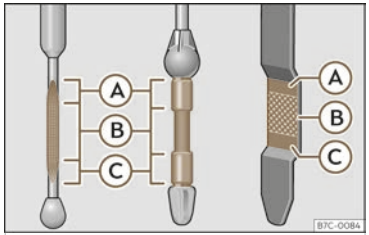

Fig. 234 Engine oil dipstick.
- Then pull it out again and check the oil level ››› Fig. 234. Top up with engine oil if necessary.
- When the oil level reaches at least zone ››› **Fig. 234** Ⓑ, carefully screw on the engine oil filler cap ››› ⓘ.